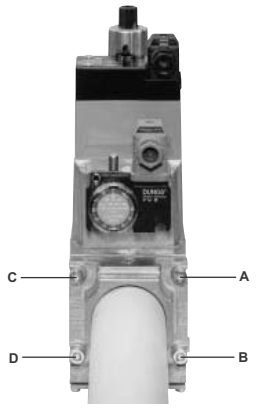
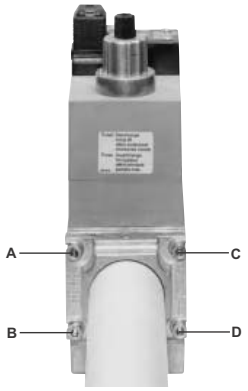

Fig. 11
Fig. 12
1. Aflojar los tornillos A y B, no destornillarlos (Fig. 11 e Fig. 12).
2. Desatornillar los tornillos C y D (Fig. 11 e Fig. 12).